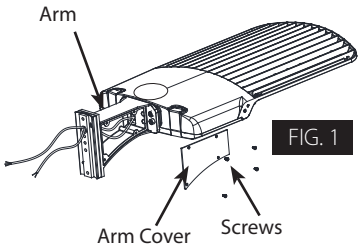

FIG. 1
1. Remove the **Arm Cover** from the **Arm** by loosening **Arm Cover Screws** as shown in Fig. 1.